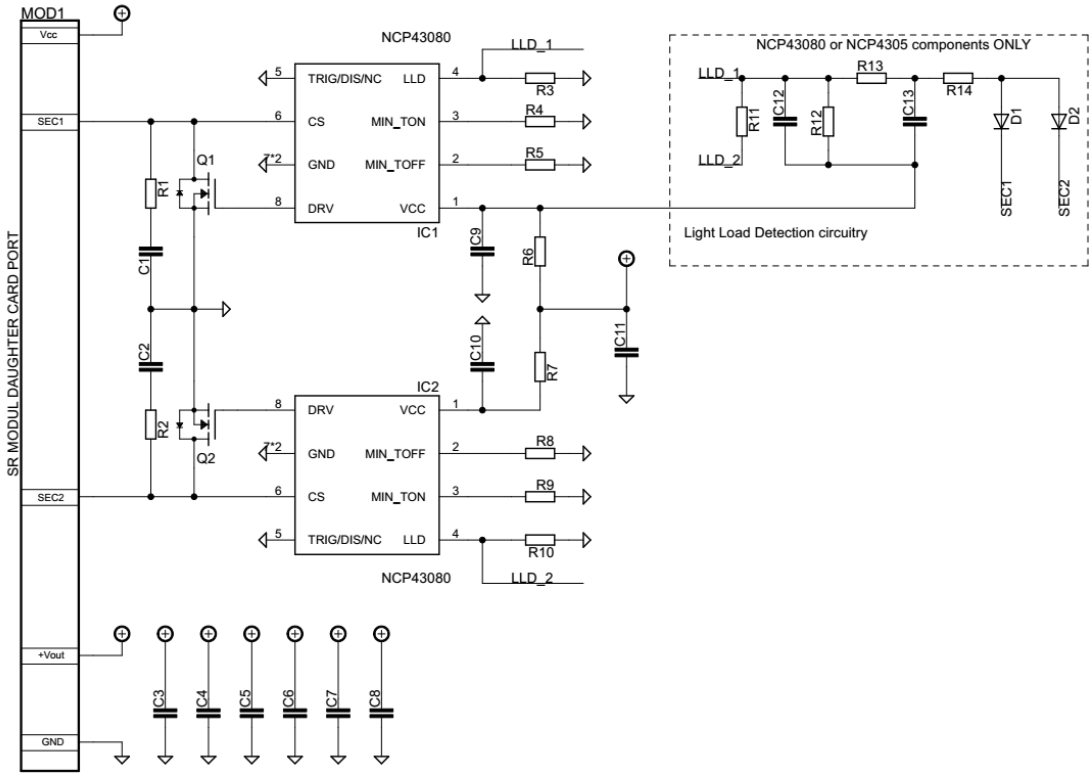

**Figure 6. 150 W High Power Density Adapter − Schematic of Synchronous Rectifier Module**
Power Switch Module is designed for Silicon Power MOFETs in small SMD package so−called the Power88. In Figure 6 is Power Switch module schematic, where M2 is the low side switch of PFC front stage, M4 and M5 create LLC half−bridge stage. C3, C4, C5, C6 and C7 are HF decoupling MLCC capacitors with same function as afore mentioned. Q1, Q2, Q6 forms emitter followers with Vcc decoupling capacitors C1, C2 and C41. Emitter followers provide buffering of driving signal in case of need – they can be assembled on purpose. Paralleled resistor−diode pairs (D14–R29, D1–R1, D2–R6) set switching slopes of MOSFETs and this way improving EMI signature.
**The Synchronous Rectifier Module** (Figures 6, 17, 18) consists of two Single N−Channel SO−8FL Logic Level 60V MOSFETs Q1 and Q2, two synchronous rectifier (SR) controllers IC1−2 NCP43080 (or similar part from NCP430x family) and HF decoupling MLCC capacitors C3−8. RC snubber circuits, composed as R1−C1 and R2−C2, are connected across the drain and the source of each MOSFET, to protect them against voltage spikes. C9−11 and R6−7 are components use to filtering and HF decoupling supply voltage for both SR controllers. R4 (R9) and R5 (R8) serve to set minimum ON and minimum OFF switching times of SR controller. Automatic Light Load and Disable mode (LLD pin) is input modulates the driver clamp level and/or turns the driver off during light load conditions. This feature helps to reduce No−load consumption and improves Light−load efficiency. In Figure 6, the Light−Load Detection Circuitry is formed by resistors R11–14, ceramic capacitors C12, C13 and diodes D1−2. If there is a certain reason to not use LLD feature, use R3 (R10) zero ohms to disable it. Then in this situation Light−Load Detection Circuitry doesn't have to be assembled. When using NCP4306, R3 (R10) resistors can set specific timing of Automatic LLD or disable it fully and external Light−Load Detection Circuitry is not needed anymore. For more detail please see each device specific datasheet.
**Coupling between primary and secondary** is ensured by the Y−capacitor CY1, which is connected between secondary ground and primary bulk voltage. Similar functionality have CY2 and CY3, which are placed between input terminals (L, N) and their center point is connected to PE earth terminal. PE−A and PE−B allow making the connection between secondary ground GND and input earth terminal (PE). The connection should be made by awg 18 or 0.75 $mm^2$ wire with optionally threaded ferrite bead.